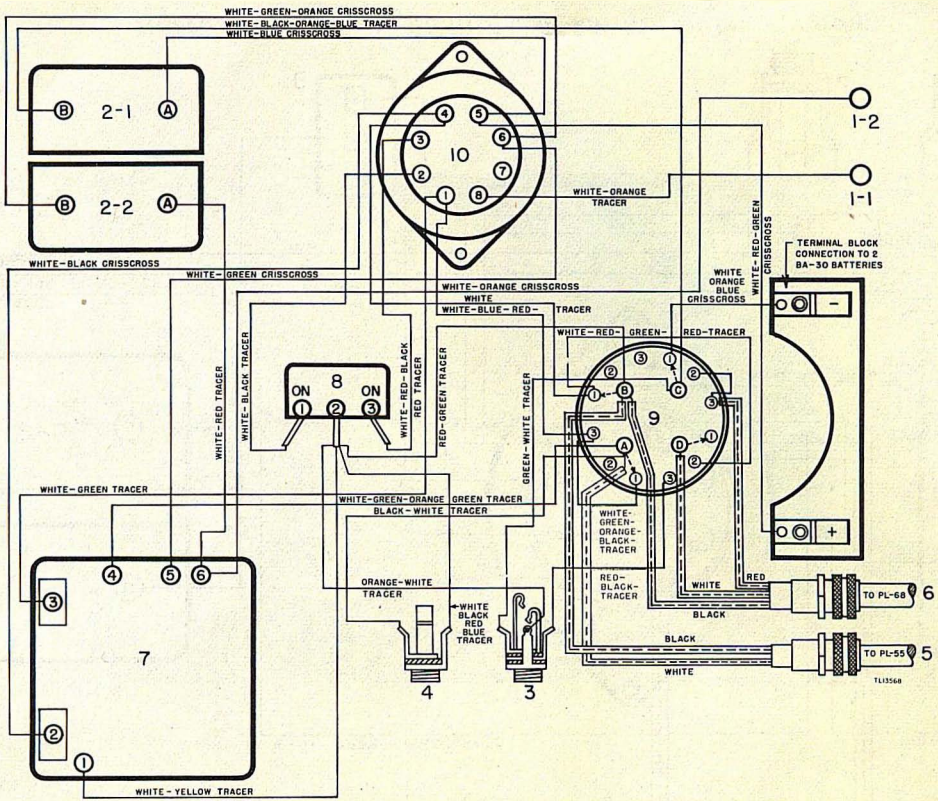

Figure 12. Control Unit RM-53, wiring diagram.
(1) Remove the unit from the case.
(2) Check the battery contacts for corrosion. Clean all dirt from the contact surface. Make sure the contacts have sufficient spring tension to make good connection with the end of the battery.
(3) Check the selector switch to make sure it is tight.
(4) Check the relay contacts and terminal screws. Check contact adjustments. Be sure that the nuts on the contact screws are tight. Make sure the bare pigtail leads on the relay do not touch each other.
(5) Check the HIGH-LOW toggle switch to make sure it is tight.
(6) Check all internal wiring to make sure all connections are tight, and are not cold-soldered or rosinjoints.
(7) Wipe or blow all dust and dirt from the parts, and the inside of the metal case.
c. Continuity Check. Before making a continuity check, remove all batteries from the unit to be tested. Remove the microphone, headset plugs, and the connections from the binding posts on the front panel. Refer to wiring diagram, figure 12.
(1) Check all switches.
(2) Check relay coil and contacts. Relay coil resistance is 800 ohms when measured with a 1,000 ohm-per-volt ohmmeter.
(3) Check transformer windings (subpar. (3)11**c**).